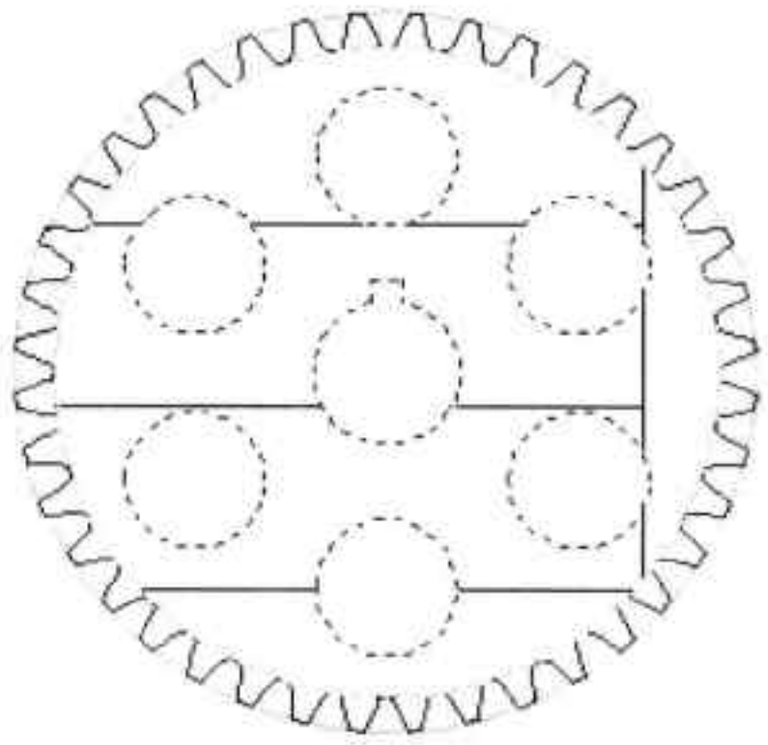

图6-62 显示填充图案
Step 02 在绘图区中，指定所要填充的区域，则可显示所填充的图案，如图 6-62 所示。